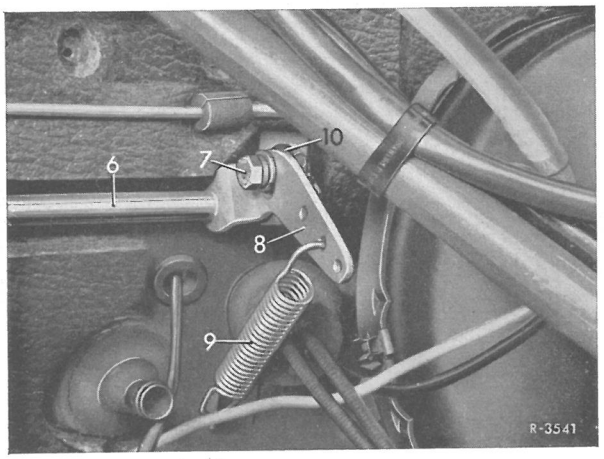

Fig. 30-1/2
4 Reguleringsaksel (6) med højre leje (4) trækkes ud af pedalarm (10) og venstre leje (fig. 30-1/1 og 2).